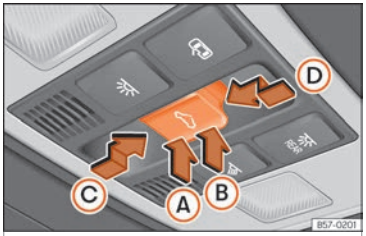

Abb. 107 Im Dachhimmel: Taste des Glasdachs.
Die Taste ›› **Abb. 107** hat zwei Stufen. In der ersten Stufe kann das Glasdach ausgestellt sowie ganz oder teilweise geöffnet oder geschlossen werden.
- *Glasdach:* 5 Sekunden ab der Aktivierung des Einklemmschutzes verstreichen, drücken Sie die Taste ⌔ ››› **Abb. 107** bis zur zweiten Stufe in Pfeilrichtung ››› **Abb. 107** Ⓓ bis das Dach vollständig schließt.